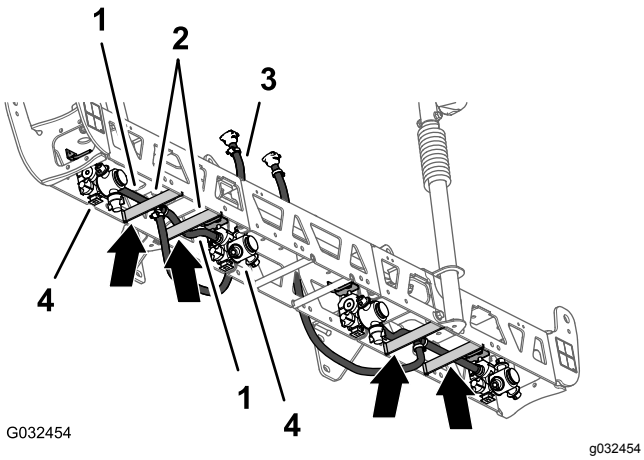
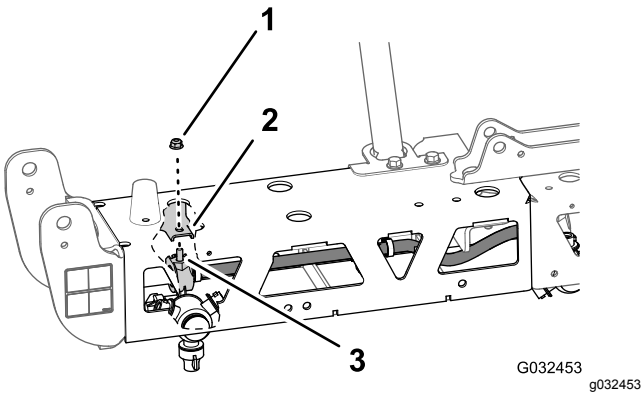

**Figur 81**
**Figur 82**
1. Før slangen 13 mm og dyseenheden mellem afstiverstængerne i den ydre afstivning (Figur 81).
2. Før slange og dyse over afstiverstangen og udad mod det udvendige dysebeslag (Figur 81).
3. Juster sekskantbolten (5/16 x 3/4 tomme) på sprøjtedysen gennem hullet i dysebeslaget, og fastgør løst dysen til holderen med en flangelåsemøtrik (5/16 tomme) fra GeoLink-finishingsættet til sprøjtesystem (Figur 82).
4. Før den anden slange 13 mm og dyseenheden mellem s-afstiverstængerne på den ydre afstiver (Figur 81).
5. Før slangen og dysen over afstiverstangen og indad til det indvendige dysebeslag (Figur 81).
6. Juster sprøjtedysens sekskantbolt (5/16 x 3/4 tomme) gennem hullet i dysebeslaget (Figur 82), og fastgør løst dysen til beslaget med den flangelåsemøtrik (5/16 tomme), du fjernede i trin 1 og 4 i Afmontering af sprøjtedyserne (side 31).
8. Før slangen og modhagekoblingen (13 x 810 mm) til siden af midterbomsektionen med venstre og højre støttebeslag (Figur 81).
9. Gentag trin 1 til 8 for den ydre slange og dyseenhed ved den anden ydre afstiver (Figur 81 og Figur 82).